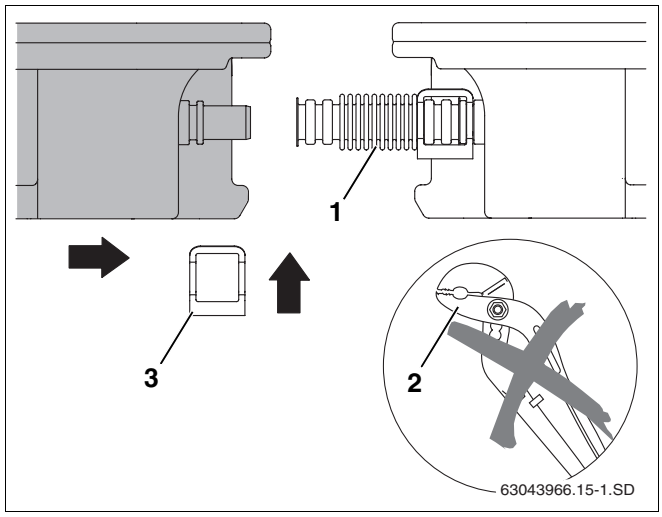

Abb. 26 Zweiten Kollektor an den ersten schieben
- Verwenden Sie keine Hilfswerkzeuge wie z.B. Zangen (Abb. 26, **Pos. 2**). Diese könnten den Wellrohrverbinder unbrauchbar machen.
- Den zweiten Kollektor so an den ersten Kollektor schieben, dass die Kollektoranschlüsse in die vormontierten Wellrohrverbinder (Abb. 26, **Pos. 1**) des ersten Kollektors geschoben werden.
- Zweite Klammer (Abb. 26, **Pos. 3**) über den Wellrohrverbinder und den Kollektoranschluss stecken.